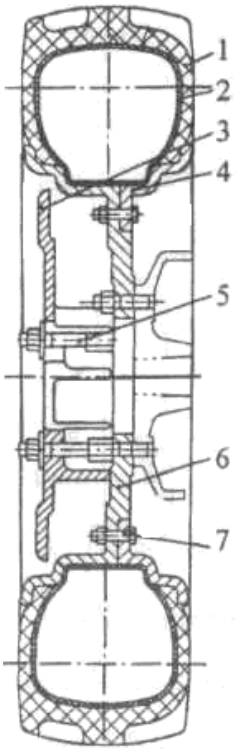

Рис. 3-22. Комбинированный чугунный тип обода.
Заднее колесо трактора серии TAISHAN состоит из шины, обода, ступицы и балласта (рис. 3-22). Шины имеют елочный профиль. Модель 7.50 – 16/7.50 – 20/8.30 – 24/9.50 – 20/9.50 – 24. Давление воздуха 80-120 КПа при работе в полевых условиях и 150 КПа при движении по дороге.
Перед затягиванием болтов, гаек на ведущем колесе и съемном балласте, сначала спустите воздух. Чтобы улучшить тяговые характеристики балласт должен быть установлен на двух колесах для улучшения сцепления (рис. 3-22).
Масляная камера (H) и (K) может соединить масляные каналы и баланс гидравлического давления в радиальном направлении. Осевое отверстие (J) (рис. 3-22) в контрольном клапане используется для предотвращения вытекание масла под действием осевой силы.